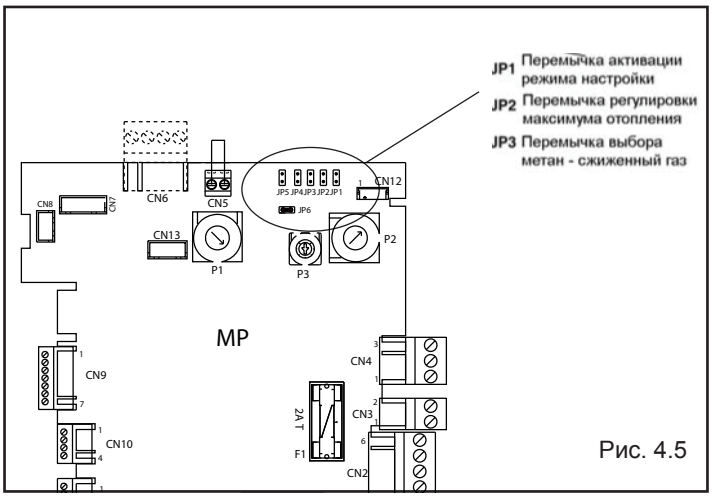

Рис. 4.5
- Установите перемычку JP1 (рис. 4.5), при этом ручки, расположенные на панели управления, начнут выполнять функции регулирования минимума и максимума для режима отопления;
- Установите перемычку JP2 (рис. 4.5)